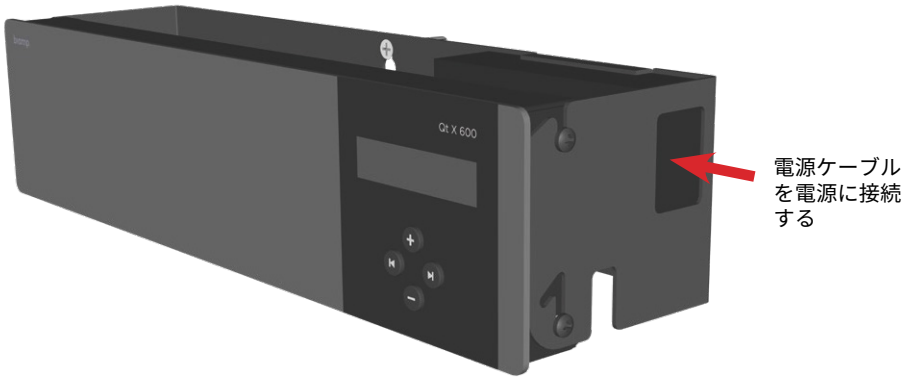

図 11　運転時ポジションのコントローラー
7. すべての配線を Qt X の設置ガイドに沿って進めます。コントローラーを元の位置に引き上げるよう回転させ、下に動かすと運転時のポジションでロックが掛かります。サイドのネジを締め、ブラケットに固定します（図 11）。